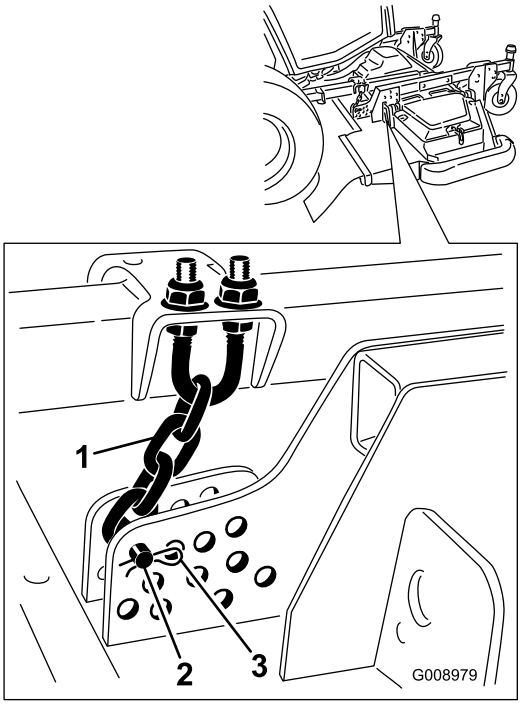

Figur 35
9. Fjern hårnålssplinten og ringstiften som fester klippehøydekjedene til bakre del av klippeenheten (Figur 35).